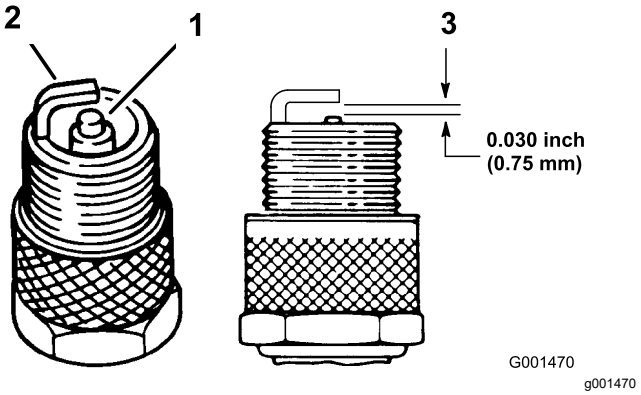

Figur 43
4. Kontroller sideelektrodens, midterelektrodens og midterelektrodens isolators tilstand for at sikre, at disse ikke er beskadiget (Figur 43).
5. Indstil gnistgabet mellem midten og siden af elektroderne til 0,76 mm som vist i Figur 43.